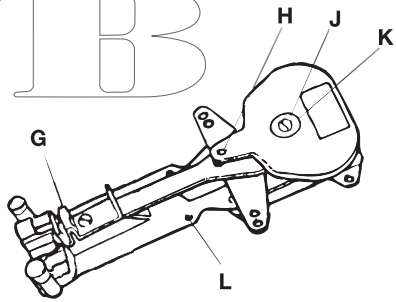

Fig. 2
- Tag bort skruv och bricka (J&K fig. 2). Tag bort gasarmen (H fig. 2).